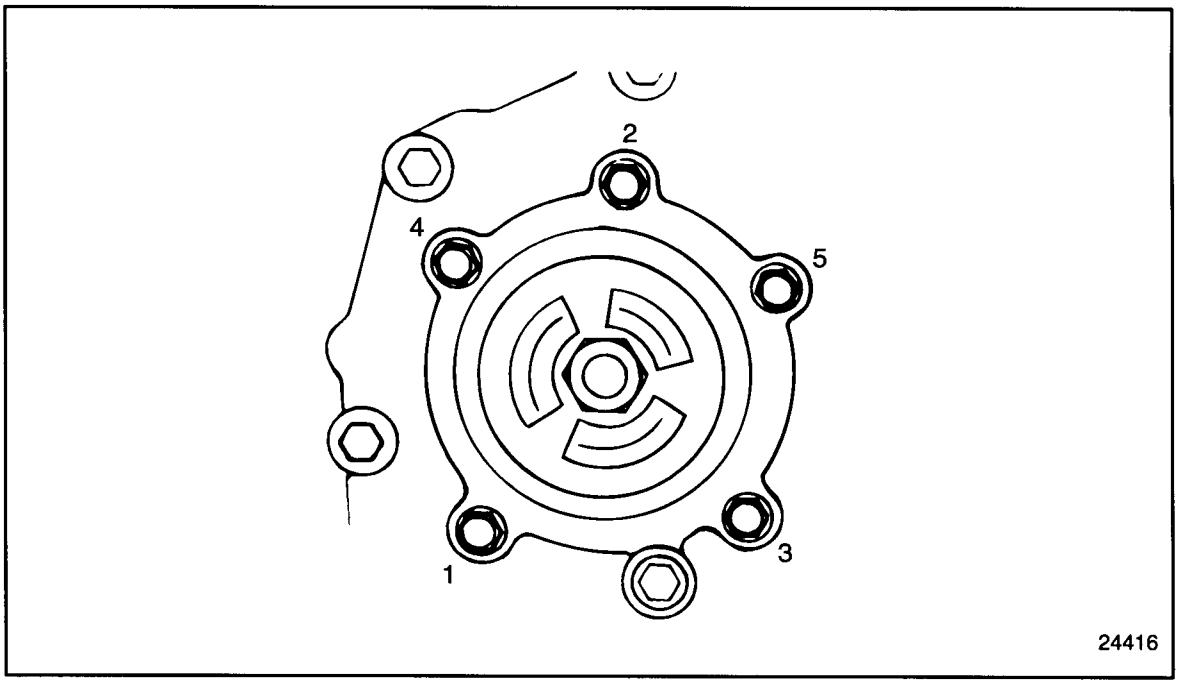

Figure 1-482 Accessory Drive Housing Bolt Torque Sequence
4. Install the bolts that secure the accessory drive housing to the gear case cover and torque to 30-38 N·m (22-28 lb·ft) using the pattern shown. See Figure 1-482.